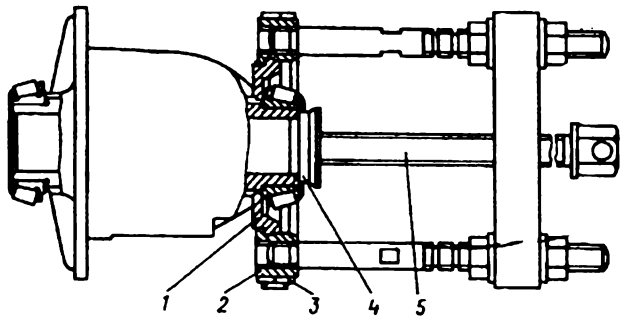

Рис. 125 Снятие кольца подшипника с коробки дифференциала:
1. Спрессуйте внутренние кольца подшипников дифференциала съемником 7823-6087 с вкладышами 7823-6101, заведя их губки в выемки на коробке дифференциала (рис. 125).